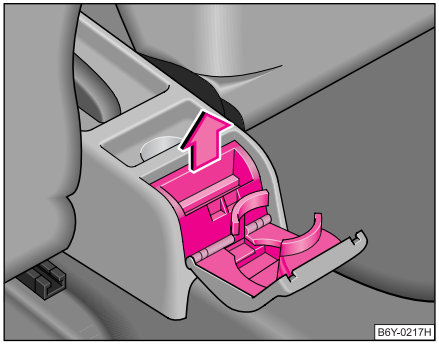

Fig. 70 Consola centrală: Scrumiera din spate
– Rabatați capacul scrumierei şi scoateți scrumiera în sus, în sensul săgeții ⇒ fig. 70.